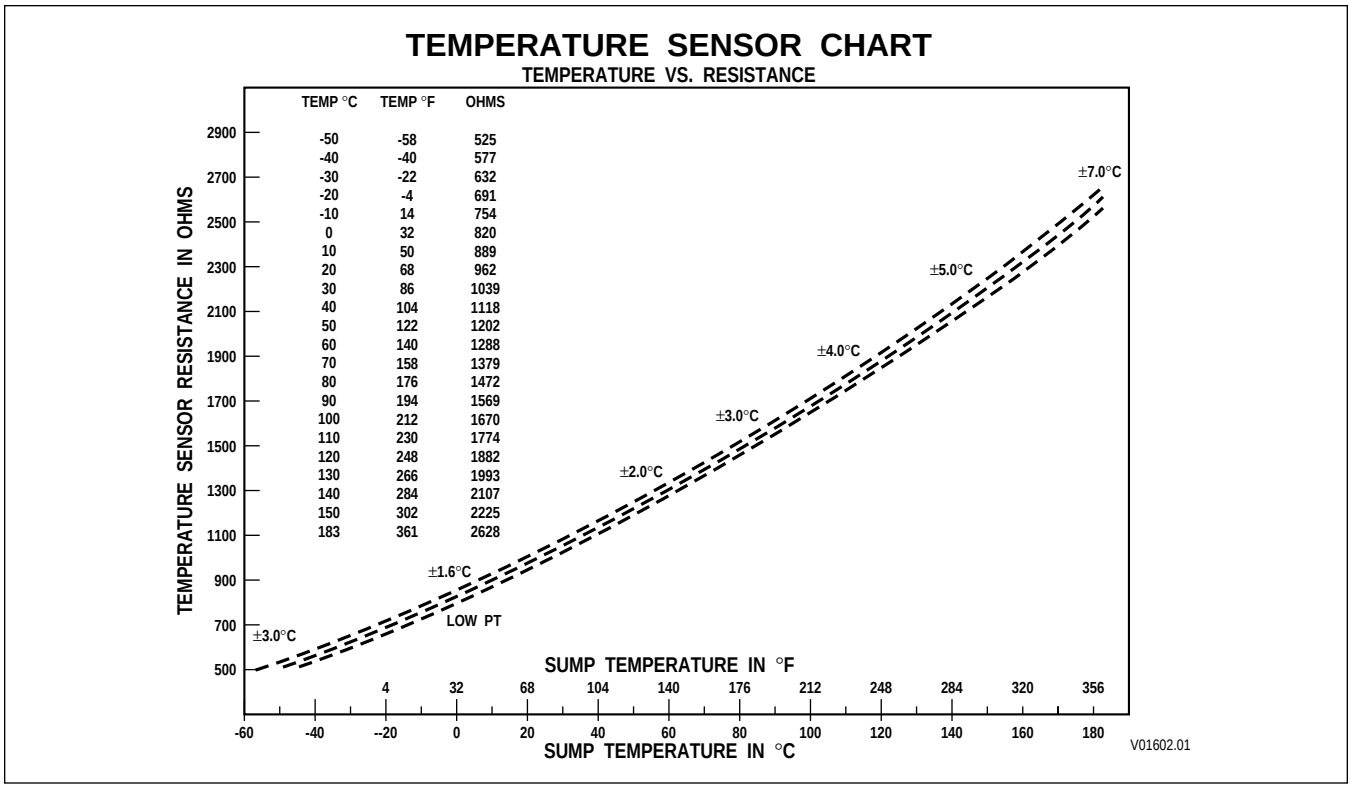

Figure 6–12. Temperature Sensor Chart
1. If possible, check the sump temperature with a DDR. Use the fastest sample rate available on the DDR. This is necessary to catch momentary changes due to an intermittent open or short to ground. If a DDR is not available, use the shift selector display to determine if the code is active (refer to Paragraph 6–2). Disconnect the transmission “T” harness at the ECU and check resistance of the sensor and compare with Figure 6–12 for TID 1 and Appendix Q for TID 2.
2. If Step (1) reveals that the extreme temperature indication is no longer present, the temperature limit could have been reached due to operational or ambient temperature extremes. Also, you may be experiencing an intermittent problem and the code will not be active. Proceed cautiously, it is unlikely there is a sensor hardware fault.
CODE 33 XX — SUMP OIL TEMPERATURE SENSOR *(Figure 6–11)*